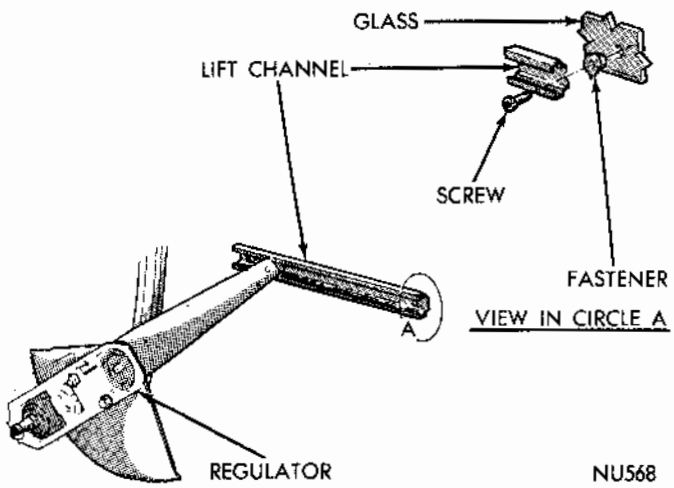
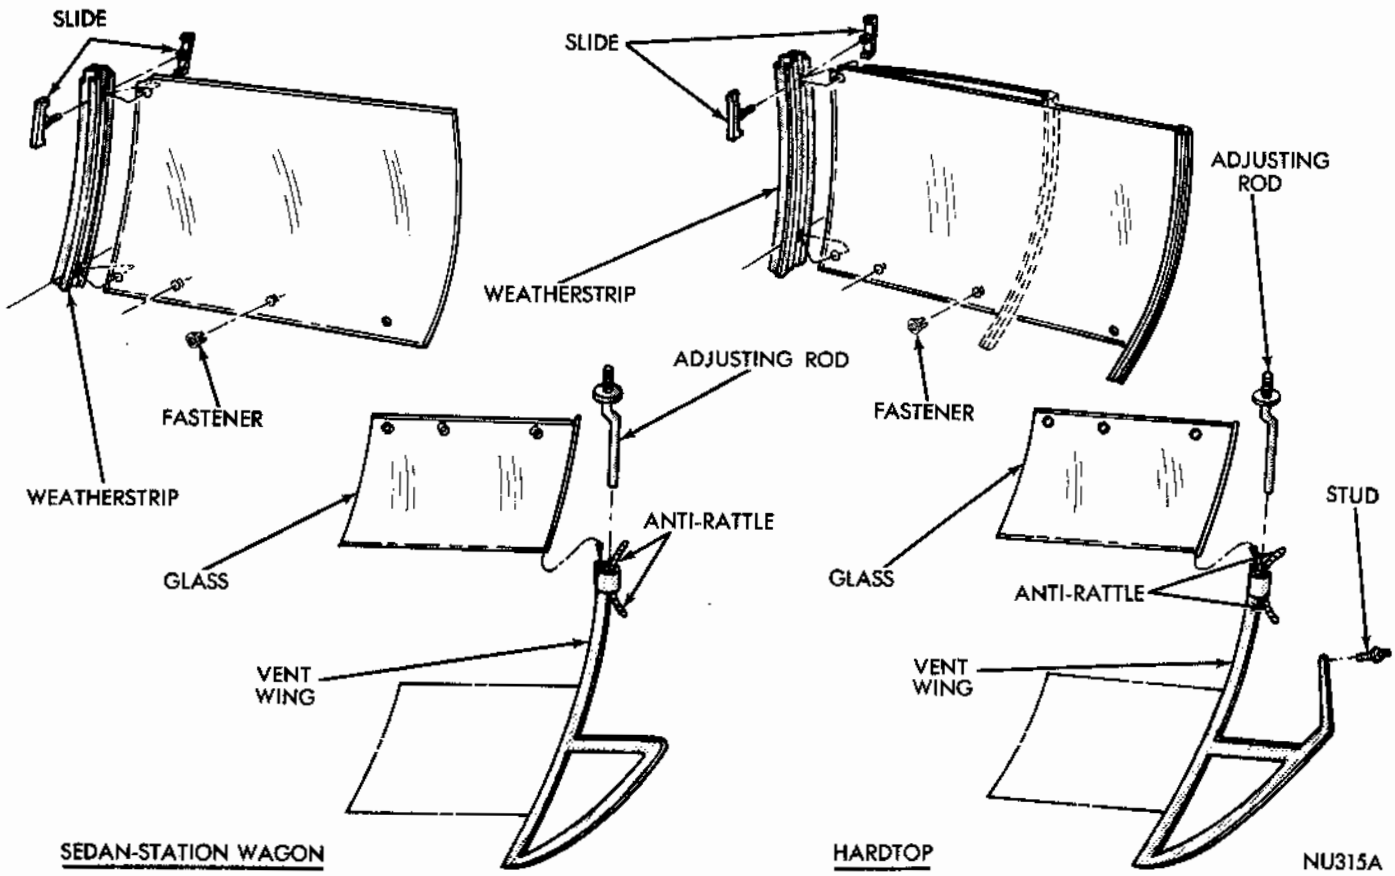

Fig. 13 - Lift Bracket
Fig. 14 - Glass Assembly
(4) Remove lift channel to door glass fastener screws (Fig. 13).
(5) Tilt top of glass inward and remove door glass and vent wing assembly.
(1) Invert door glass and vent wing assembly.
(2) Remove vent wing adjusting stud at hinge reinforcement (Fig. 14).
(3) Remove lower adjusting stud and anti-rattle from division channel.
(4) Slide door glass assembly out of vent wing division channel.
(5) Remove slide assembly from glass and weatherstrip (Fig. 13) by pulling slide halves apart.
(6) Remove weatherstrip from glass.
(7) Push lift channel fasteners out of glass.
(1) Insert lift channel fasteners into glass from concave side (Fig. 14).
(2) Position weatherstrip on glass front edge with notched end in up position.
(3) Raise edge of weatherstrip and insert slide at attachment in glass. Secure by pressing together.
(4) With glass and vent wing in inverted position (Fig. 13) insert slides on glass assembly into vent wing division channel.
(5) Insert anti-rattle into division channel adjusting bracket loop opposite loop joint.
(6) Insert smooth end of adjusting rod into bracket loop between anti-rattle and loop joint.
(7) Install adjusting stud to vent wing hinge loosely.
(8) Apply rubber lubricant sparingly to each side of vent wing belt weatherstrip lip for entire length.